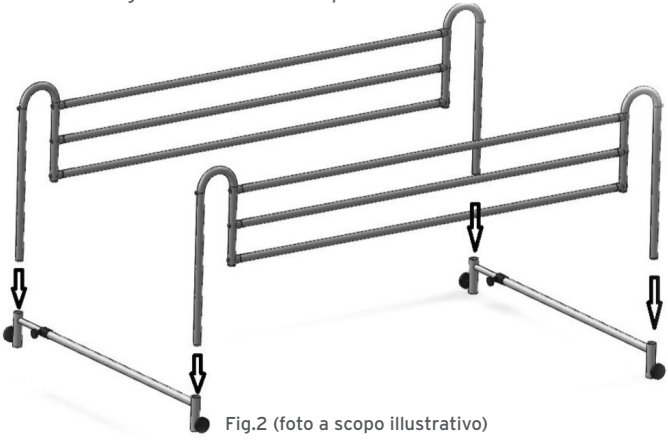

Fig.2 (foto a scopo illustrativo)
1. Posizionare i tubi telescopici sul pavimento e inserire le sponde laterali su di essi (Fig.2)